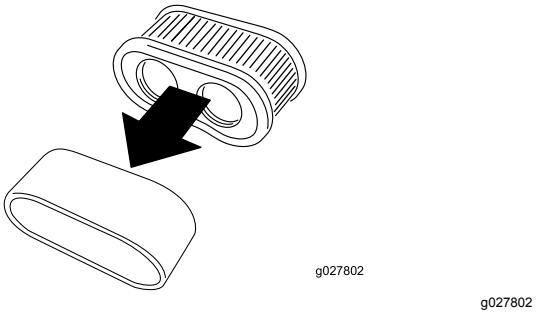

Figur 36
5. Skill skum- og papirelementene (Figur 36).